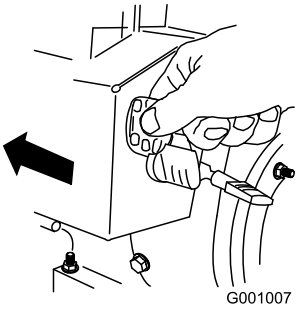

Figur 27
5. Sätt i tändningsnyckeln (Figur 27).